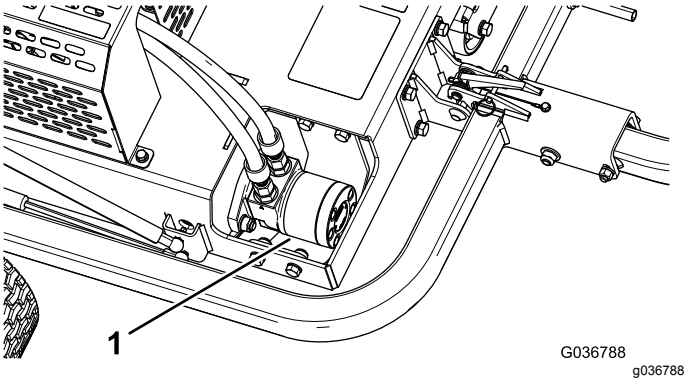

Figura 40
3. Limpe a sujidade e detritos da área em redor do motor hidráulico (Figura 40).